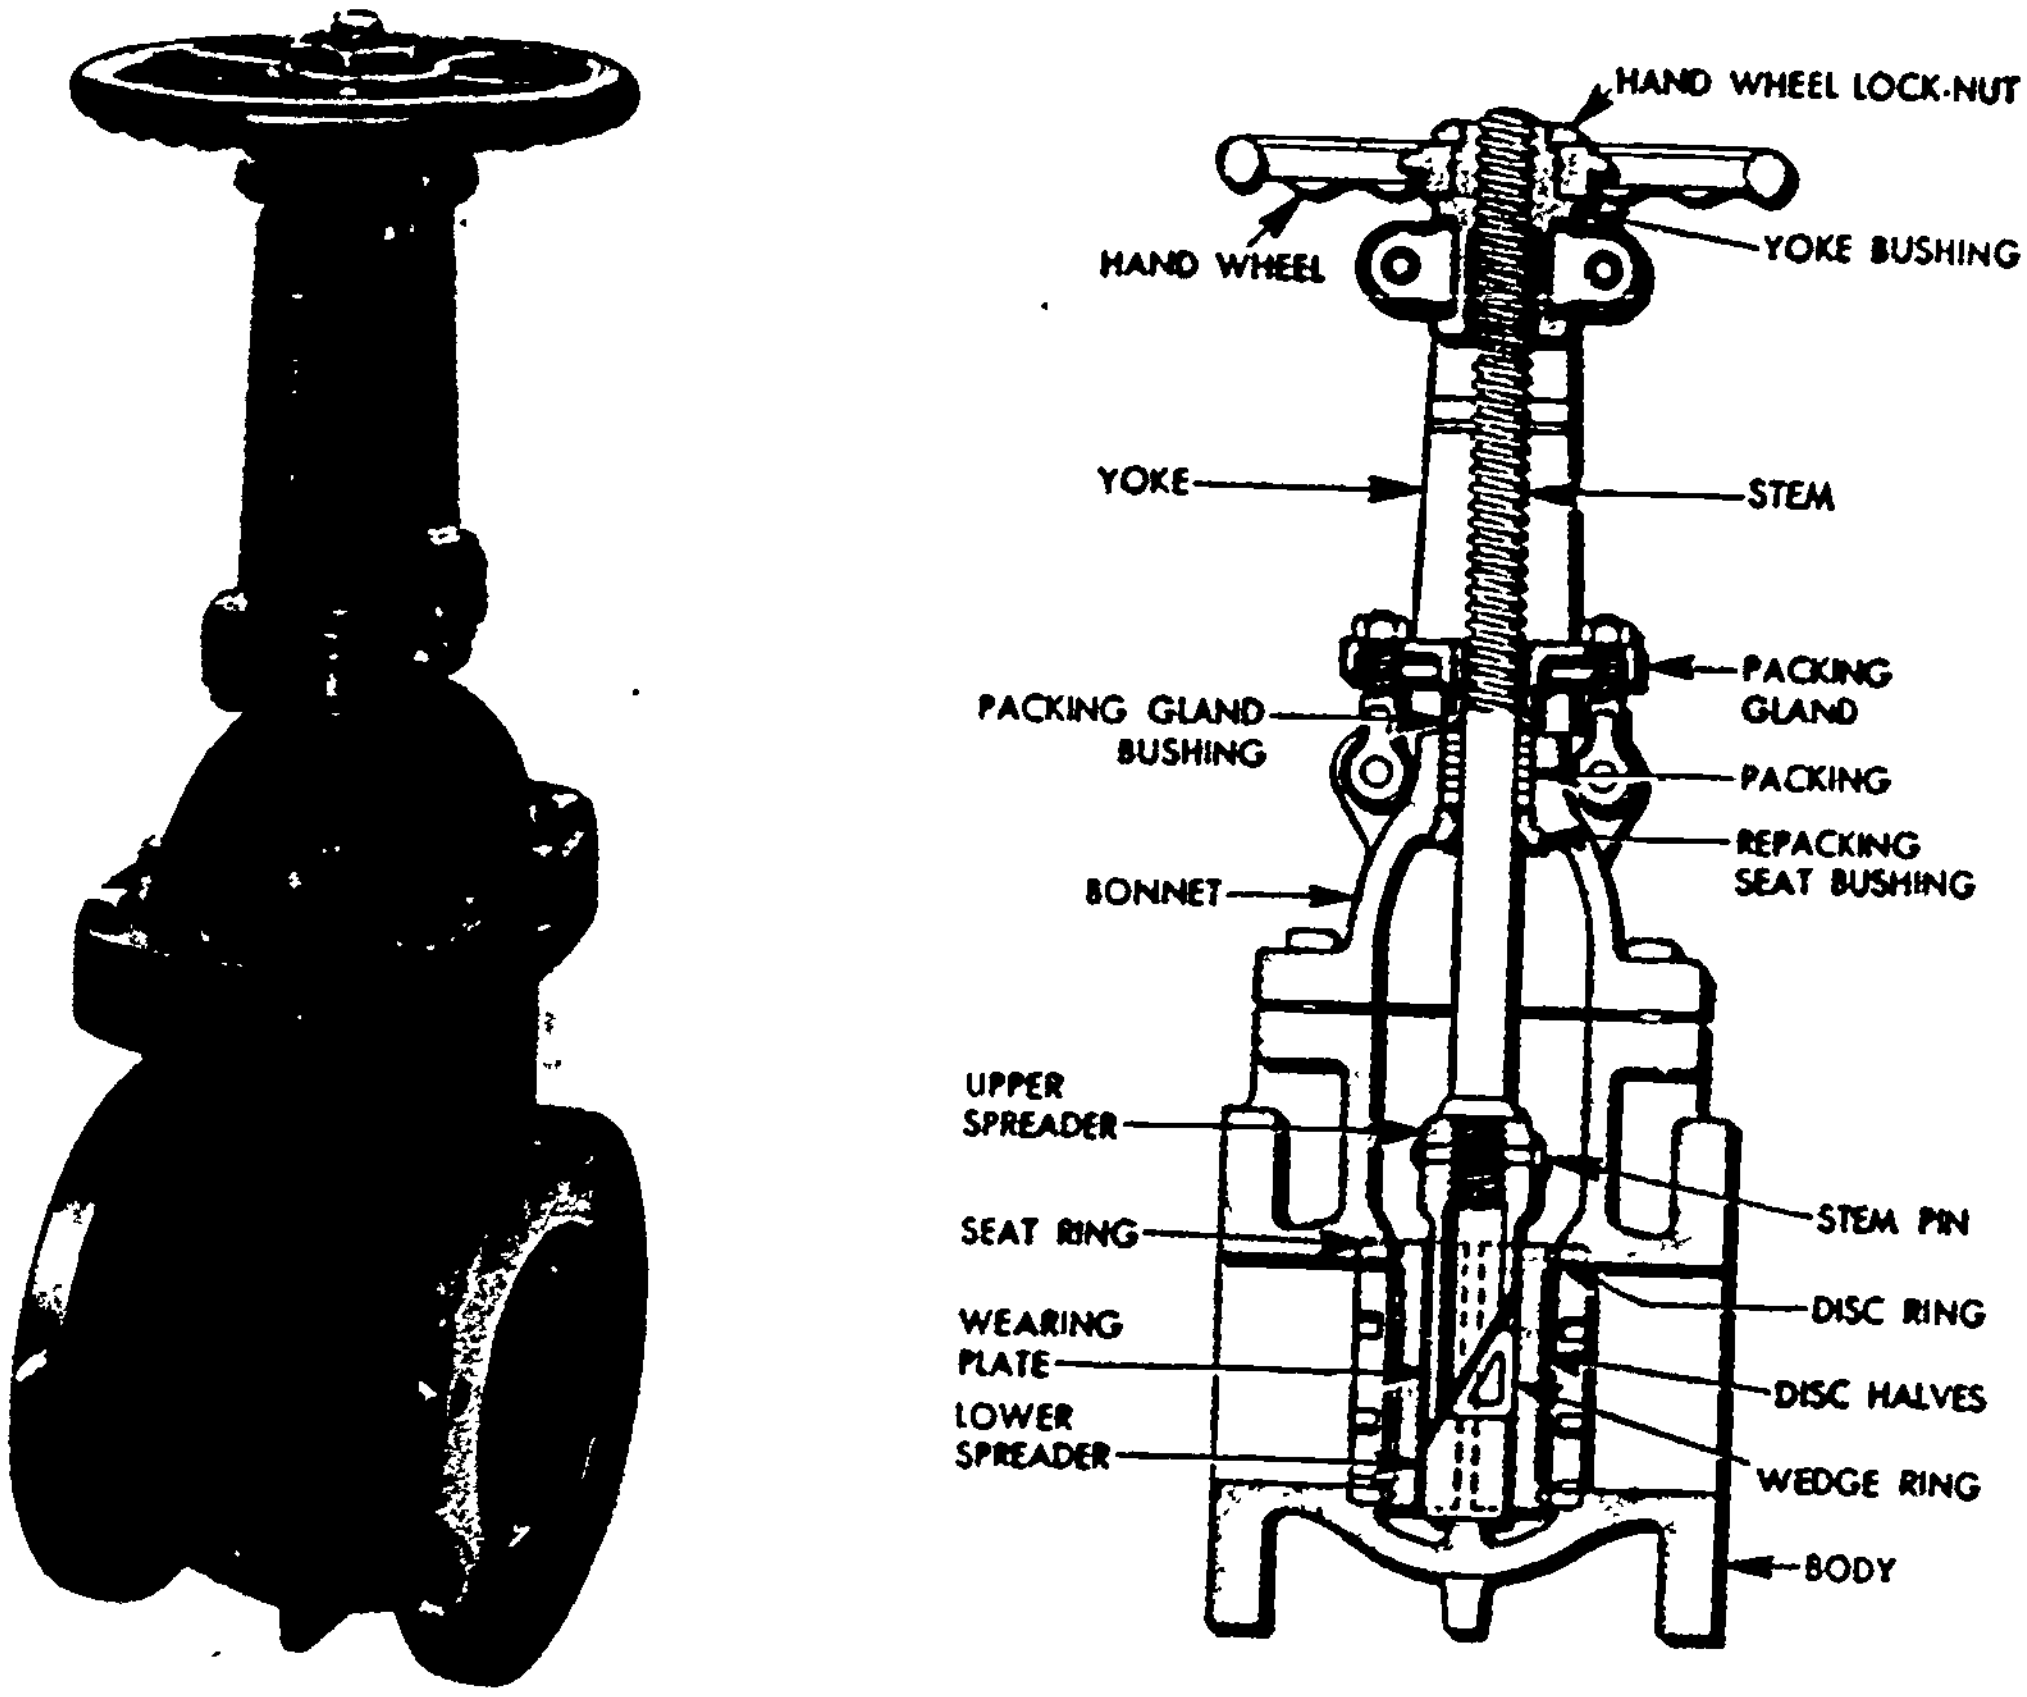

Fig. 18.32 Rising stem gate valve
18.261 Gate Valves (Figures 18.32 and 18 33)